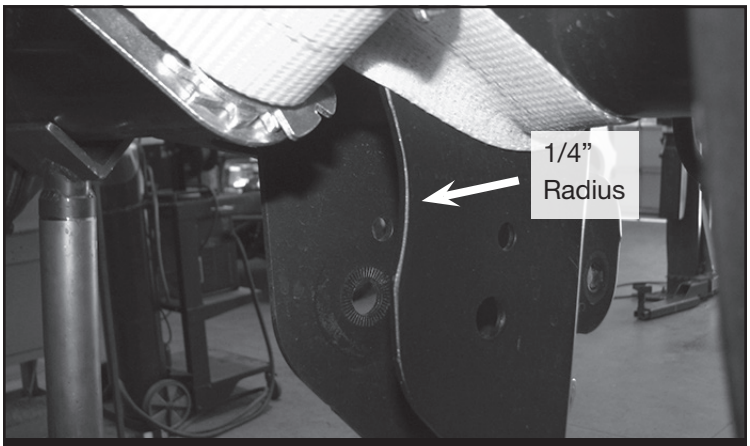

FIGURE 19 - STEP 12
12. Locate the lower control arm mount on the rear axle. The outer side only of the factory mount will need to be trimmed 1/4” radius on both driver and passenger sides. **SEE FIGURE 19**